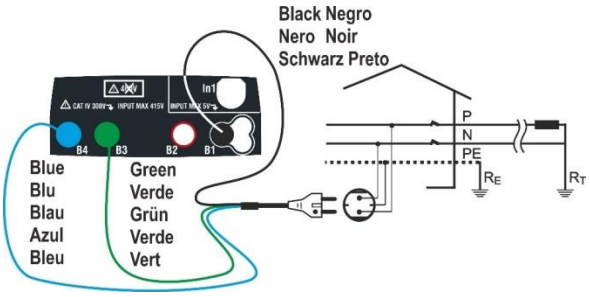
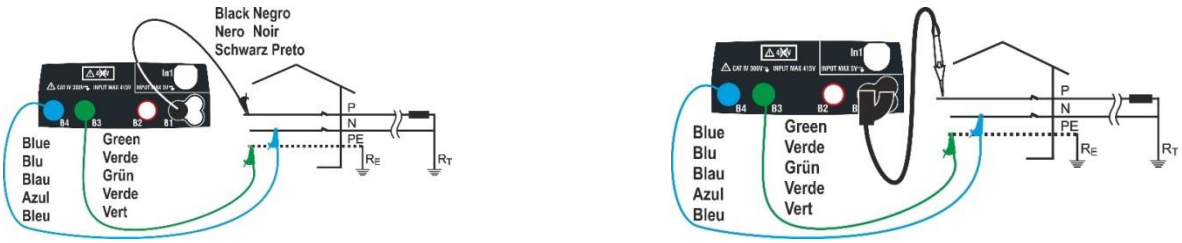
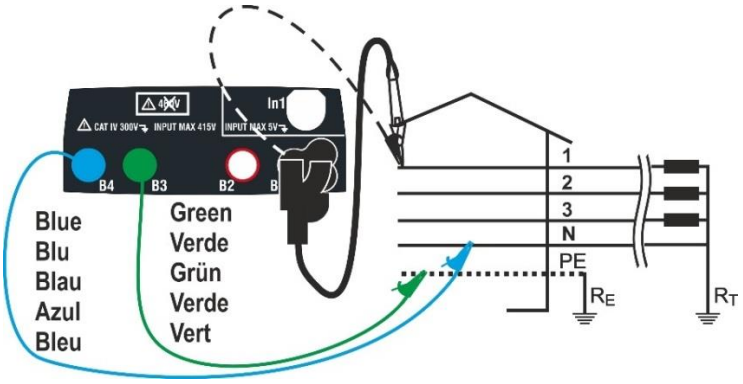
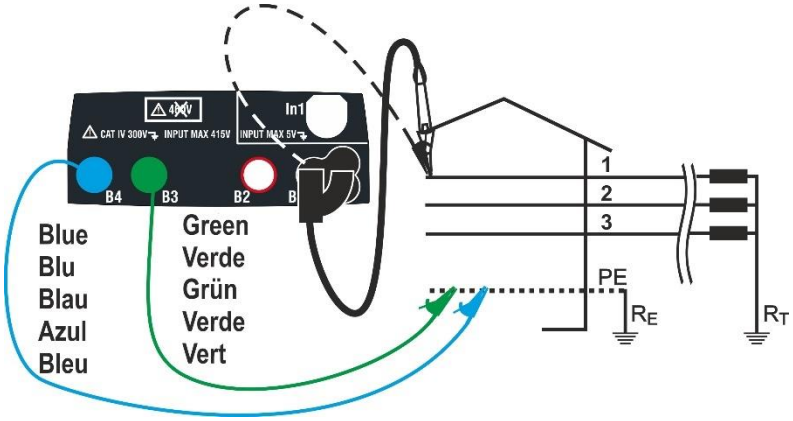

Fig. 18: Medição P-N/P-PE em instalações monofásicas 230V através shuko
Fig. 19: Medição P-N/P-PE monofásicas/bifásicas 230V com cabos e ponteira remota
Fig. 20: Medição P-N/P-PE em instalações trifásicas 400V+N+PE com cabos individuais e ponteira remota
Fig. 22: Medição P-PE/P-N em instalações 400V + PE (não N) com cabos individuais e ponteira remota
4. Efetuar a calibração preliminar dos terminais de teste conforme o descrito no § 6.4.2 Conectar a ficha shuko, os crocodilos ou a ponteira remota à rede eléctrica de acordo com as Fig. 18, Fig. 19, Fig. 20 e Fig. 22.